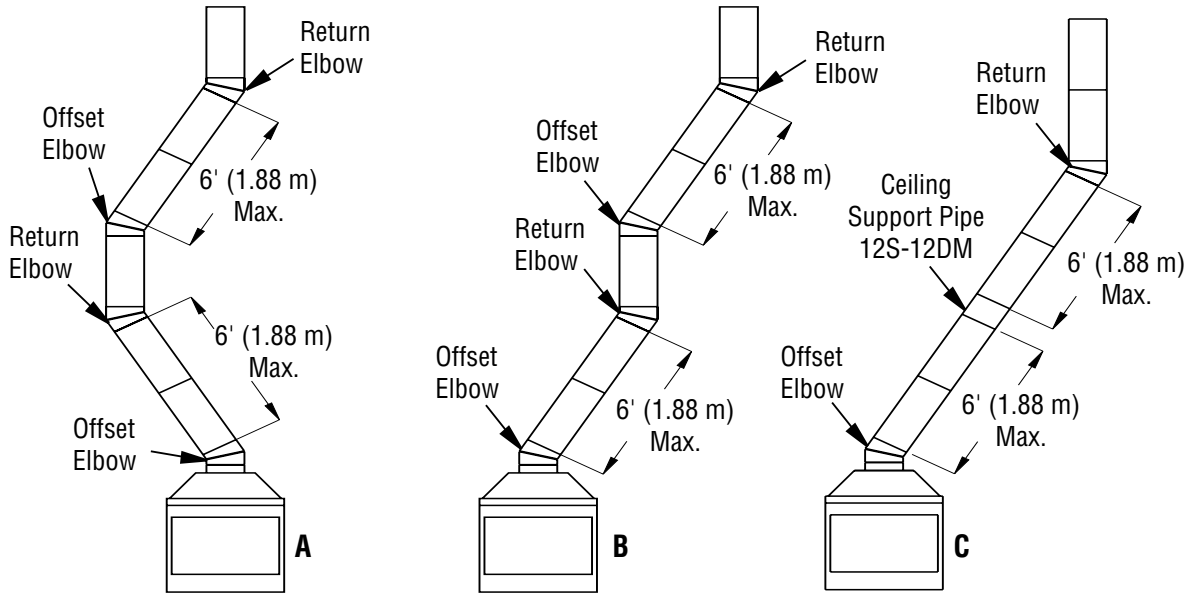

Figure 12 - Typical Offset Terminations
3. Maximum length of pipe between supports (return elbow or 12S-12DM) is 6' of angle run. Maximum of two 6' angle run sections per chimney system *(see **Figure 12, Page 11**).*